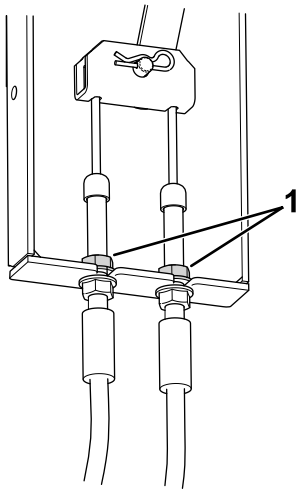

Figur 72
3. Lokalisera bromskabelfästet (Figur 72) under maskinens vänstra sida nära det vänstra hjulet.